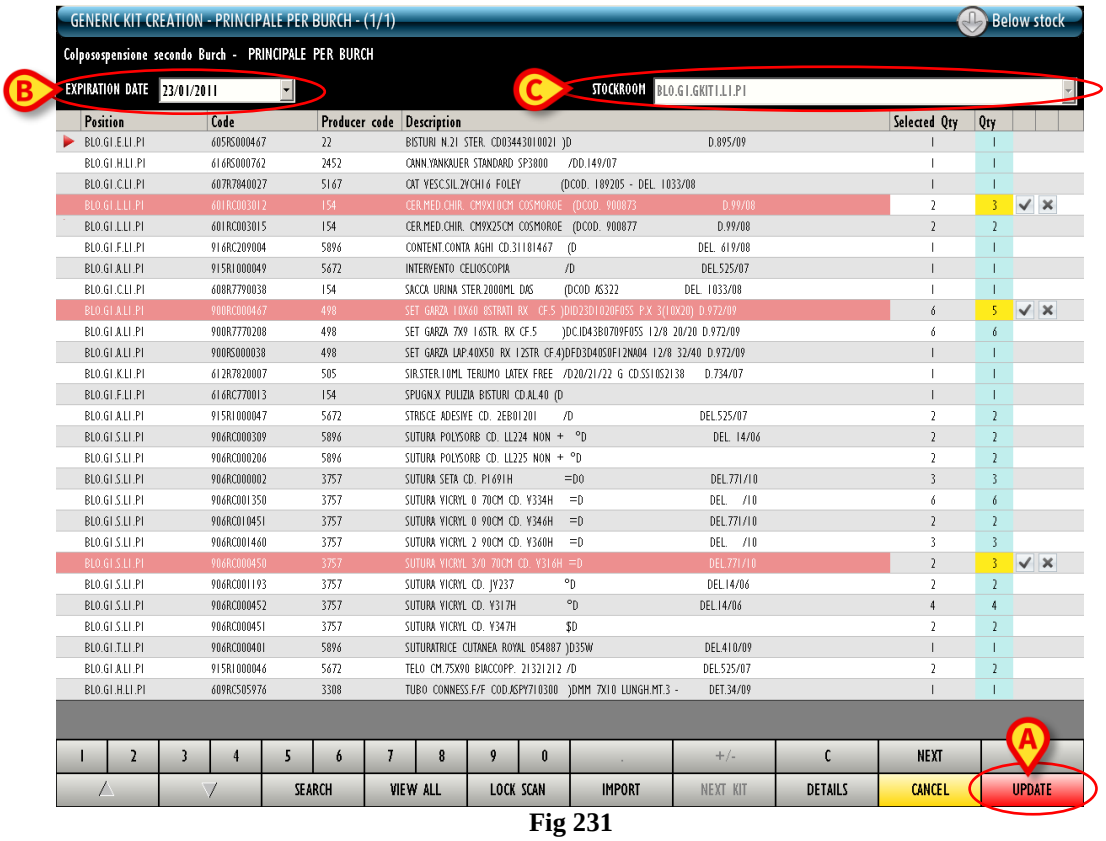

Fig 231
- Specify the kit's expiration date in the field indicated in Fig 231 **B**.
- Specify the stockroom in which the kit will be located (use the field indicated in Fig 231 **C** for this purpose). Selection is enabled only if several options are available.
- Click the **Update** button on the command bar (Fig 231 **A**).